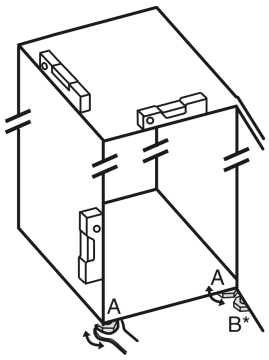

Fig. 6
▶ Extrageți prin rotire picioarele reglabile *Fig. 6 (A)* cu cheia fixă atașată și cu ajutorul unei nivele cu apă, până când aparatul este fix și aliniat plan.
▶ Extrageți prin rotire piciorul reglabil *Fig. 6 (B)* de la suportul de lagăr cu cheia fixă atașată, până când acesta atinge solul.
▶ Continuați să rotiți piciorul reglabil *Fig. 6 (B)* cu 90°.